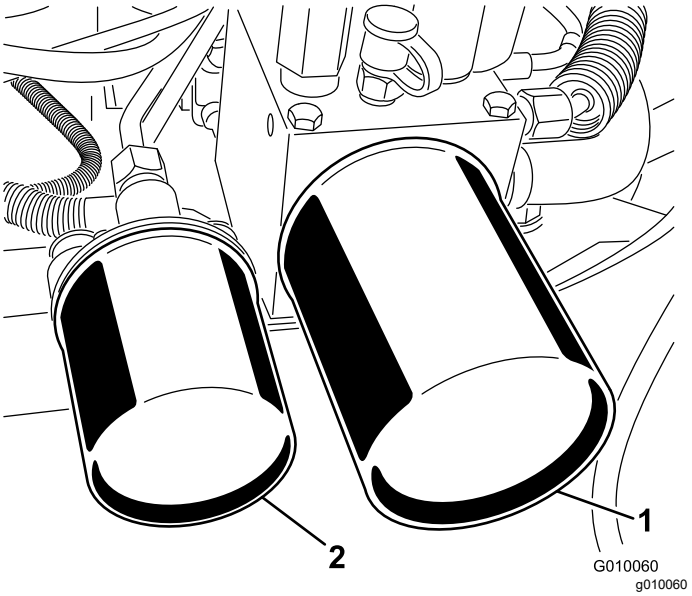

Figur 64
2. Stil et aftapningskar under filterne, fjern de gamle filtre, og tør filteradapterpakningens overflade ren (Figur 64).